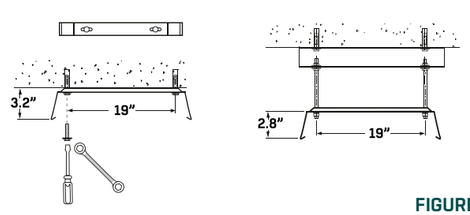

FIGURE 2
1) Chilled beams shall be independently suspended from the structure above by four (4) threaded rods of 3/8" diameter or optional cable suspension. (See **FIGURE 2**) The upper end of the rods shall be suspended from unistrut channels that are: